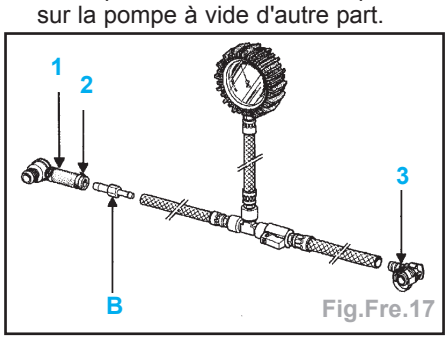

Fig.Fre.17
- assembler les tuyaux avec le «**T**» de raccordement, le manomètre à dépression et l'ensemble (1) (utiliser le raccord B de la valise **Mot. 1311-01** ainsi qu'un collier à vis tangente (2)) (Fig.Fre.17),
- monter sur l'autre tuyau un raccord encliquetable (3) commandé au **MPR** (**77 00 105 874**),